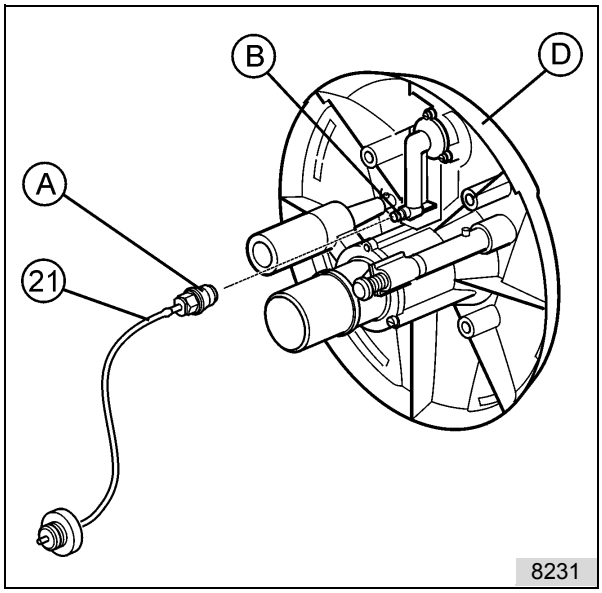

fig. 24
Après le raccordement du bouton pneumatique, voir Fig. 24, emmancher la tête de buse complète (35/35.1), lors de cette opération, le raccord refoulement et le raccord air glissent l'un dans l'autre. La fixer sur la bague de serrage (72) au moyen des vis (90).